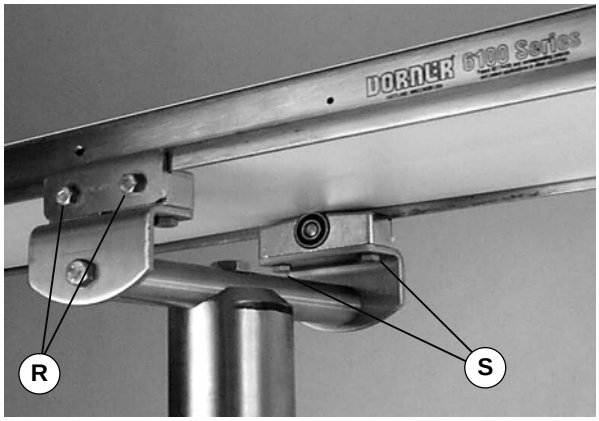

Abbildung 13
3. Die Klemmplatten zu beiden Seiten des Förderers befestigen (Abbildung 13). Die Schrauben (R) mit 10,4 Nm festziehen.